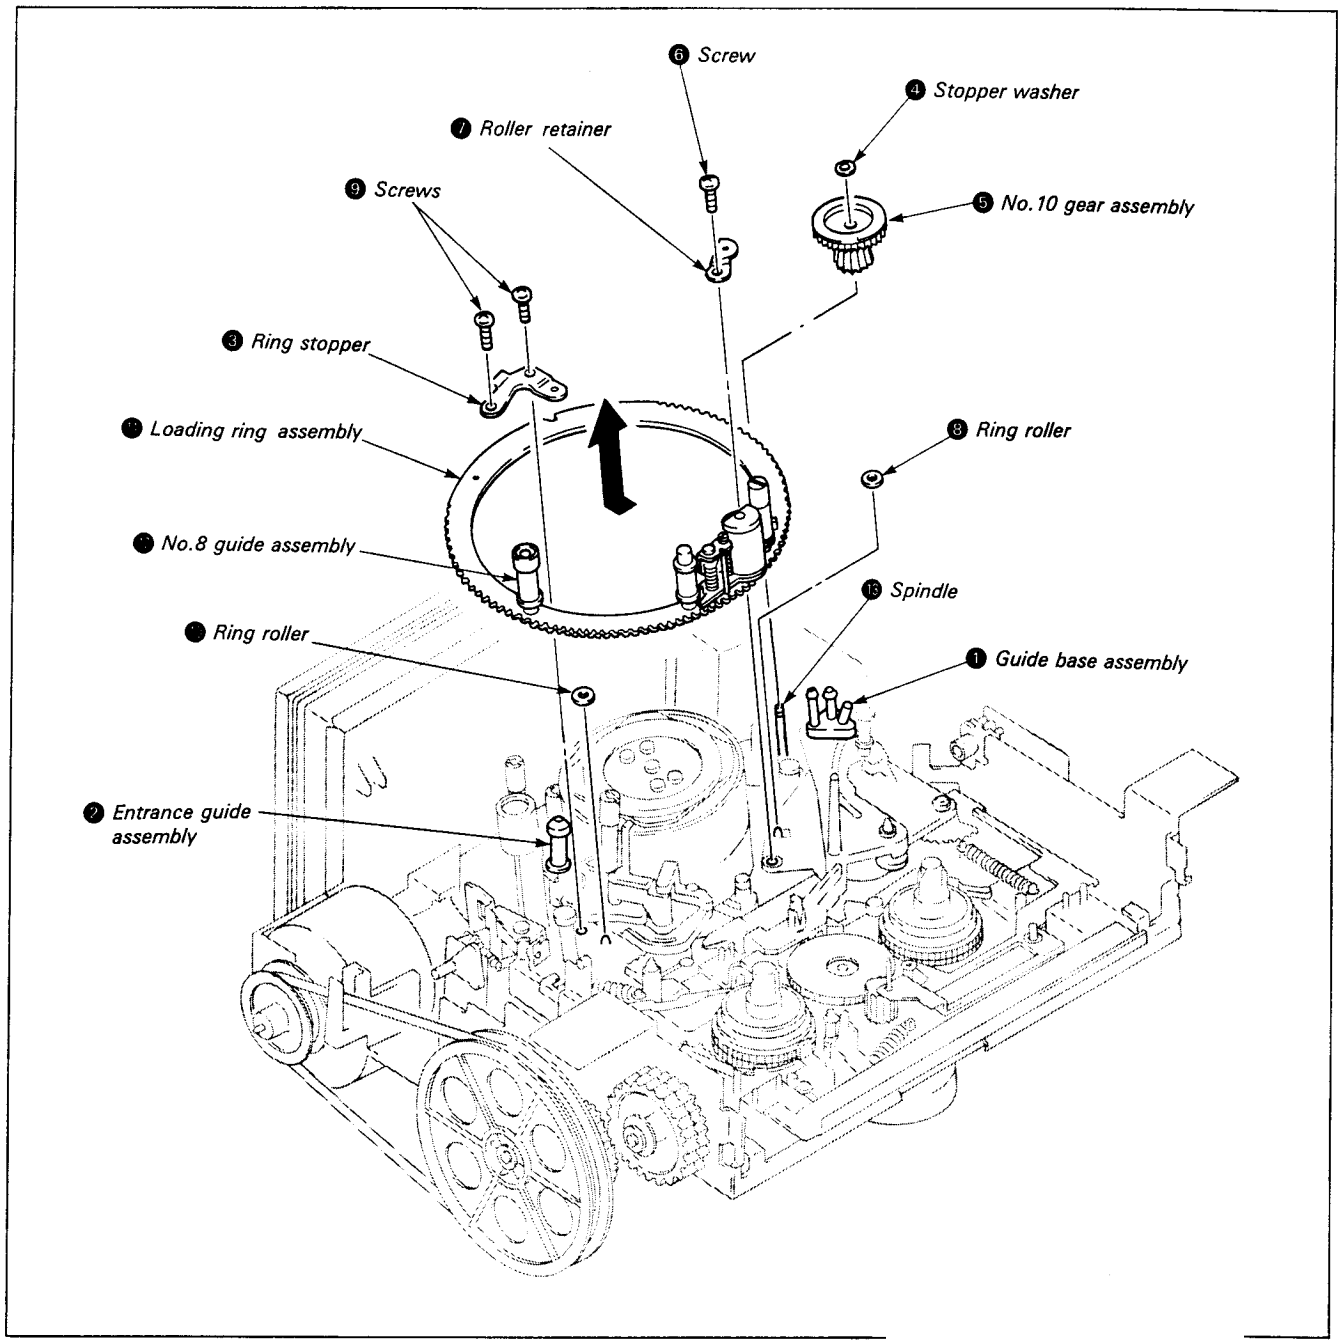
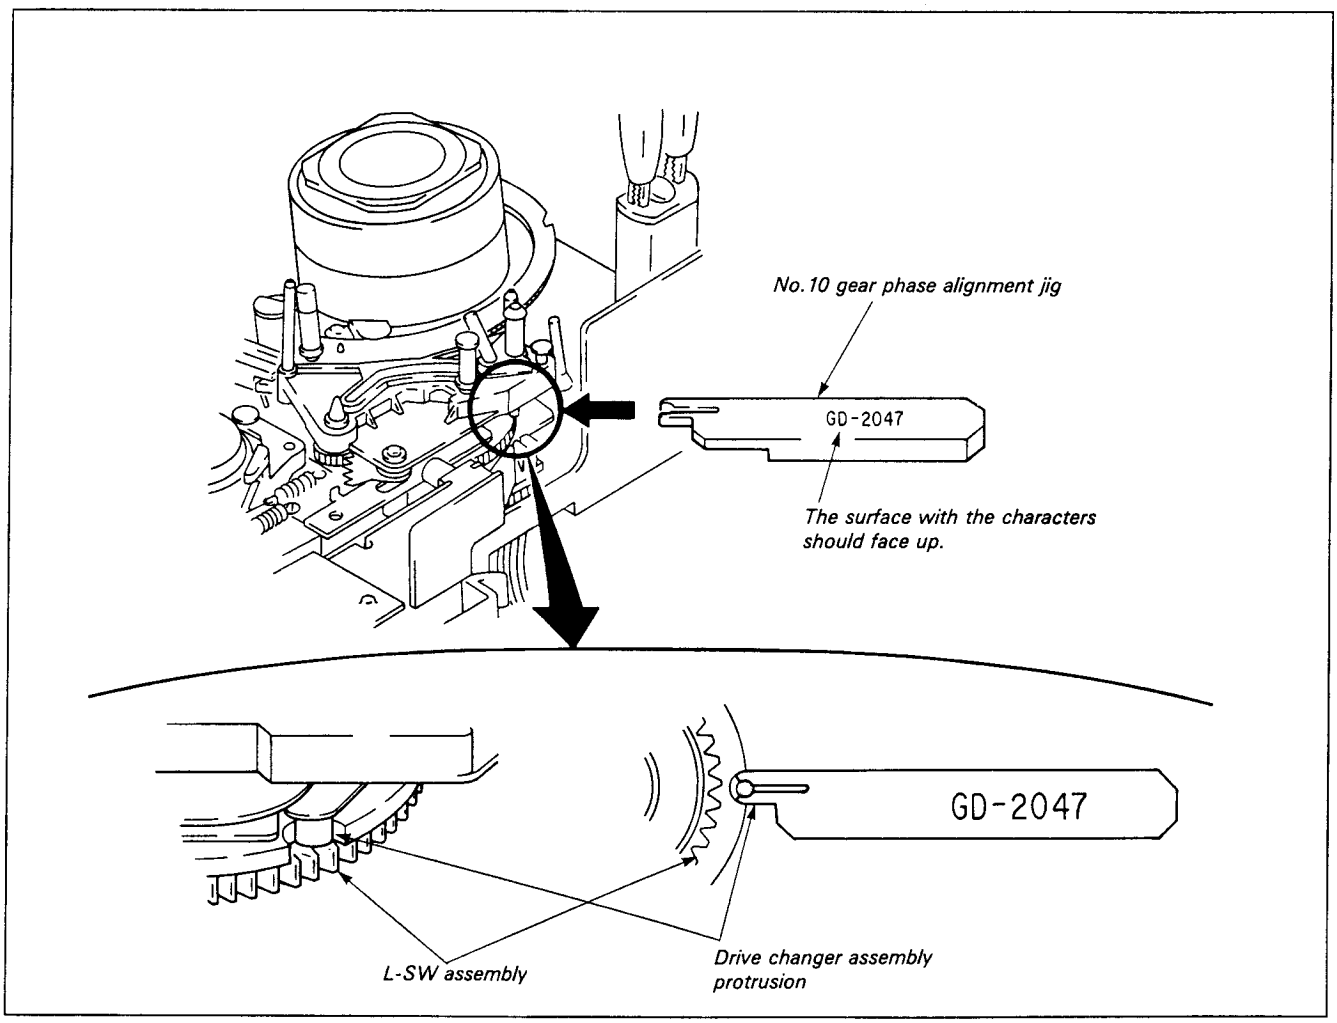
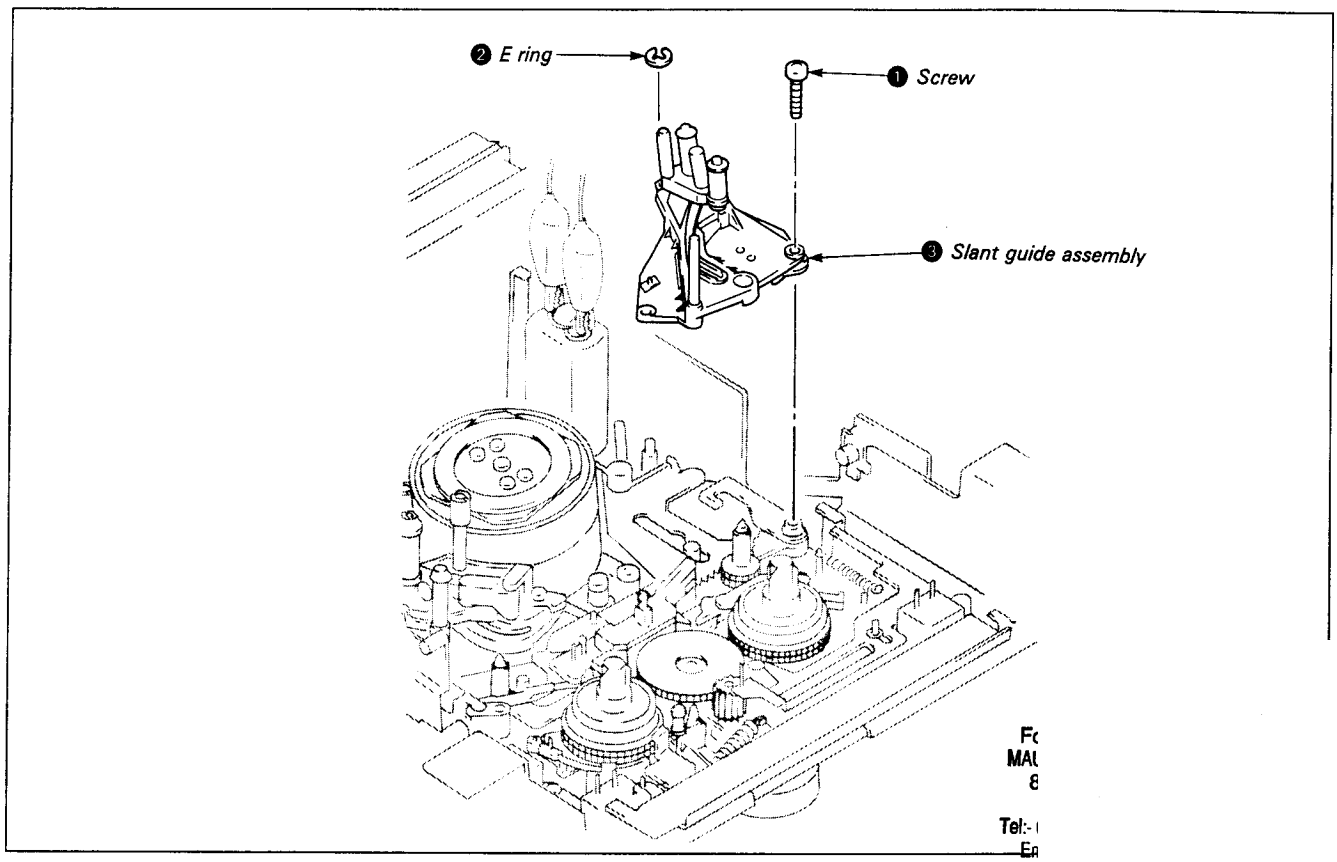

*Fig. 7-12.*
*Fig. 7-13.*
*Fig. 7-26.*
### 7-3-7. Loading Ring Assembly (See Fig. 7-12, 13.)
3) Operate the mode selector, and move the guide base assembly ❶ until just before lock, and the entrance guide assembly ❷ until just before lock where the ring stopper ❸ screw is visible. (Do not move loading ring assembly ⓫.)
4) Remove the stopper washer ❹ and remove No. 10 gear assembly ❺.
5) Remove screw ❻ and the roller retainer ❼ and ring roller ❽.
6) Remove the two screws ❾ and the ring stopper ❸ and ring roller ❿.
7) Remove the loading ring assembly ⓫ as shown by arrow. (See Fig. 7-12.)
2) Mount the ring roller ⓰ and ring stopper ❸ and tighten with the two screws ❾. (No. 8 guide assembly ⓫ should be closer to the front panel than the ring stopper ❸.)
3) Mount the ring roller ❽ and roller retainer ❼ and tighten with screw ❻. (Check that the loading ring assembly matches the three ring spacers.)
4) Place a half drop of oil on the spindle ⓭. (See Fig. 7-12.)
5) Check that the protrusions on the drive changer assembly are in the indentations of the L-SW assembly and insert the No. 10 gear phase jig (Ref. No. J-9). (See Fig. 7-13.)
6) Mount No. 10 gear assembly ❺ and stopper washer ❹ while pushing the No. 8 guide assembly ⓬ against the ring stopper ❸.
8) Set to [LOADING TOP] mode. (See Fig. 7-12.)
1) Remove the loading ring assembly as described in 7-3-7., 1. Removal. (See Fig. 7-12.)
6) Mount the loading ring assembly according to 7-3-7., 2. Mounting. (See Fig. 7-12, 7-13)
### 7-3-9. Slant Guide Assembly (See Fig. 7-26 ~ 28.)
1) Remove the loading ring assembly according to 7-3-7., 1. Removal. (See Fig. 7-12.)
2) Remove screw ❶ and E ring ❷.
3) Remove the slant guide assembly ❸. (See Fig. 7-26.)
3) Mount the E ring ❷ and tighten screw ❶. (See Fig. 7-26.)
5) Mount the loading ring assembly according to 7-3-7., 2. Mounting (See Fig. 7-12, 7-13.)